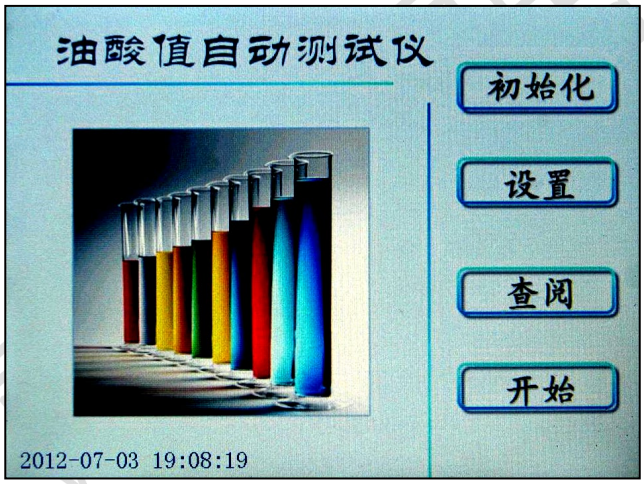
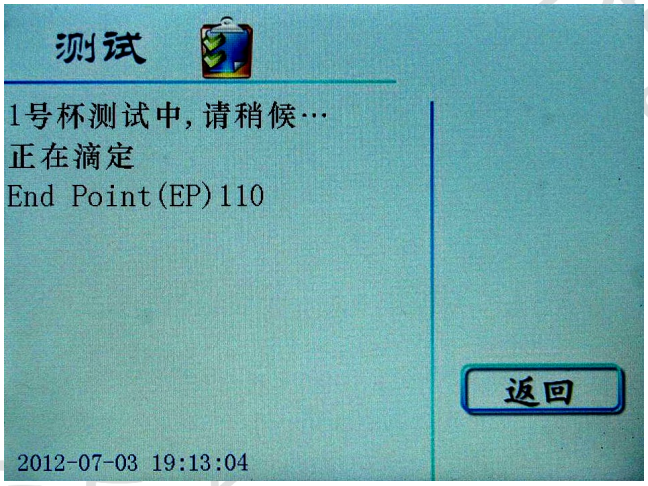

图 4　开机页面
图 14
1. 插接电源线，打开电源开关，液晶屏显示开机页面（图 4）
2. 在图 4 所示页面下，按 初始化 键进入下一级页面（图 5）；
9. 在样品测定前，取洁净的测试油杯，称取 *8.4g* 样品油（变压器油约 *10mL*），加入一只搅拌磁棒，水平放置在相应的杯位孔内，盖上样品测定暗室盖。在开机页面（图 4）按 开始 键进行测定，同时显示屏显示测试页面，屏幕在不同测试阶段分别显示“*X* 号杯测试中，请稍后.....”、“正在滴定”，测定完成后还会显示“滴定终点（*EP*）值”（图 14）及“测试完毕”（图 15）等字样。
10. 测定完成后，本机自动保存 35 组数据。操作人员如果想查阅，请按返回键进入开机页面（图 4），点击查阅键进入查阅页面（图 15），点击上一页或下一页键可查看编号 01~35 号组数据，点击打印键可以通过打印机输出所需数据。